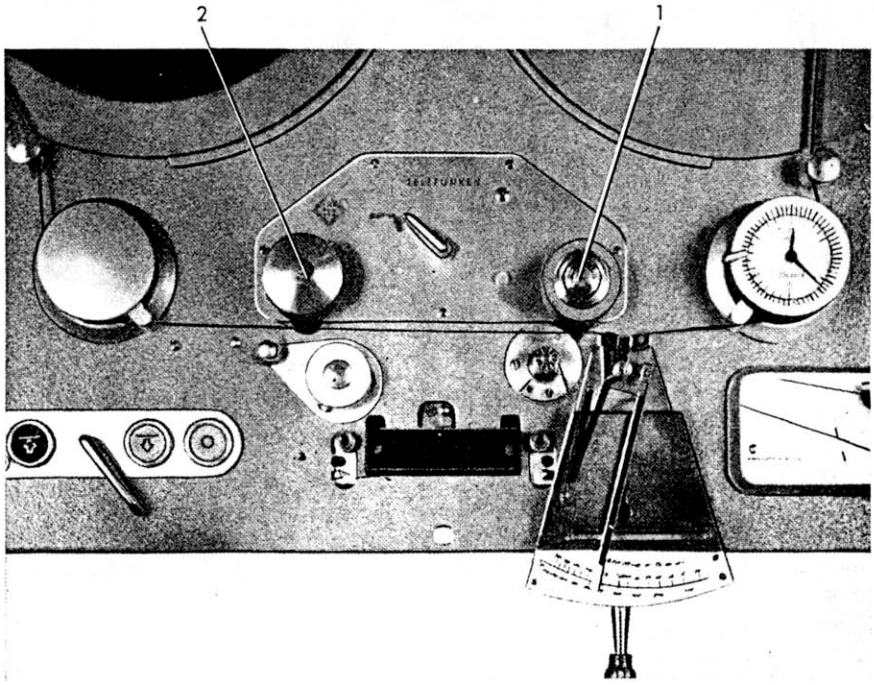

Bild 3: Andruckkräfte der Gummirollen (Pos. 1 u. 2, siehe Seite 13) und Bandzugmessung hinter Tonwelle, siehe Seite 17
3.1.3 **GUMMIANDRUCKROLLE TONWELLE;** siehe Bild 3; Pos. 1. Eine Bindfadenschlinge wird unterhalb der Rolle um die Achse gelegt und eine eingehängte Federwaage in Richtung Wickelmotorachse ausgezogen. Bei gezogenem Magneten darf der Abstand zwischen Gummiandruckrolle und Tonwelle nicht mehr als **3 mm** betragen; sonst wird die Feder überlastet.
3.1.4 **GUMMIANDRUCKROLLE-FILTERWELLE;** siehe Bild 3; Pos. 2
Nach erfolgter Einstellung Exzenterhülsen durch Spannschraube festziehen (sichtbar in Bild 3; Pos. 1).
BANDZUGE HINTER TONWELLE (siehe Bild 3)